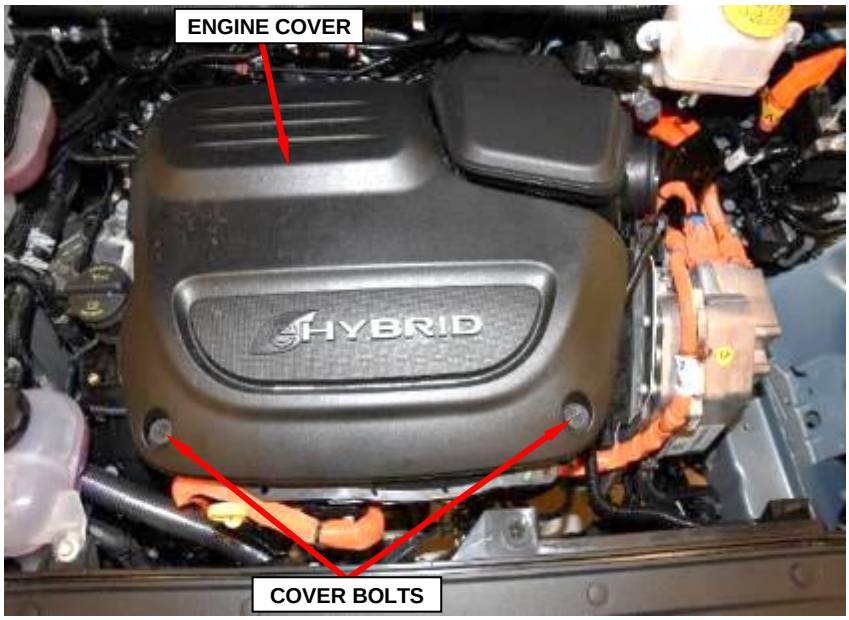

Figure 20 – Engine Cover
39. Remove and save the bolts from the engine cover (Figure 20).
40. Pull upward on the engine cover to release the cover grommets from the ball studs and remove the engine cover (Figure 20).